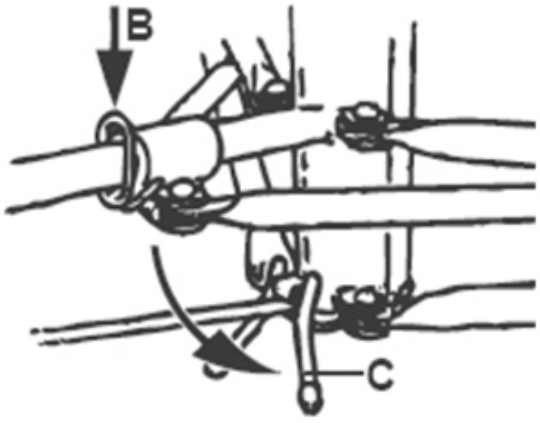

FIG. 2
- Spingere il gancio ad anello verso il pavimento e contemporaneamente aprire le aste telescopiche della base trappiede (Fig. 2, B).
- Per evitare che la base treppiede si muovi durante l'assemblaggio, innescare tutti e tre i freni bloccanti delle ruote (Fig. 2, C).